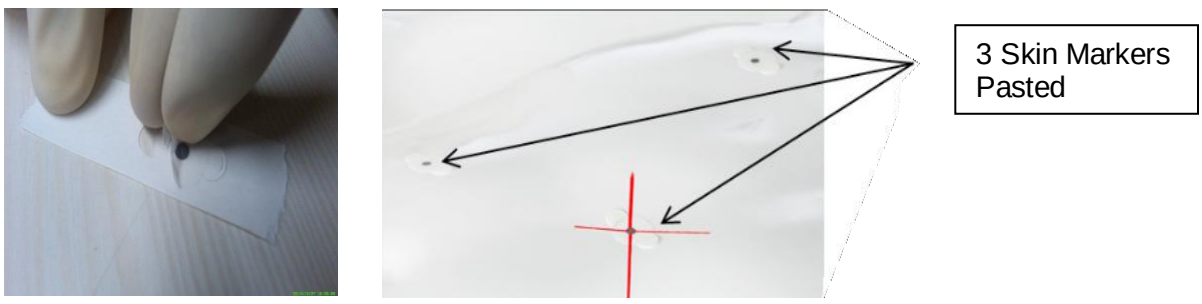

Figure 4.1. *Skin Marker Placement*
- Place a minimum of three skin markers provided with MAXIO® in irregular fashion (approximately 10cm apart in different slices in a triangular and nonlinear fashion, as indicated in Figure 4-1 below) near the area of interest on the patient's skin surface, after acquiring the scout image and prior to acquiring the first scan.